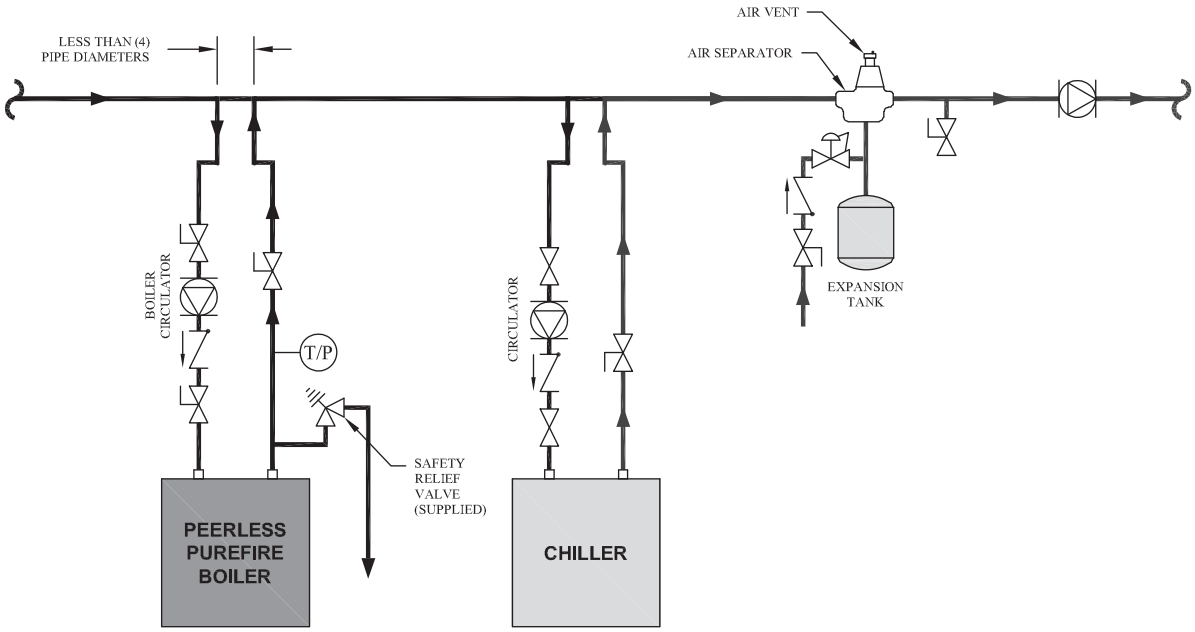

Figure 4.10: Boiler in conjunction with a Chilled Water System
c. See Figure 4.10 for recommended system piping for chiller operation.